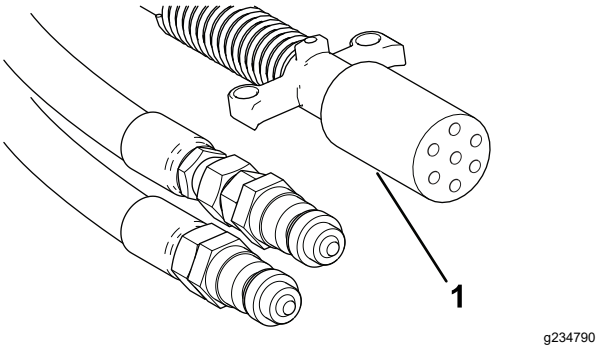

Figur 21
10. Anslut den lindade strömkabeln med 7 stift till maskinens uttag och traktorenheten (Figur 21).